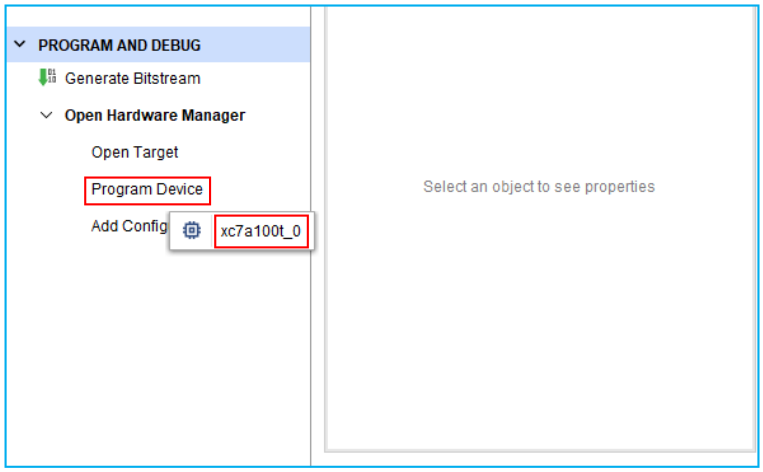

Fig.24. Programación de la FPGA con el archivo *bitstream* generado.
28. Con la placa ya conectada al `Hardware Manger`, seleccionamos la opción `Program Device` y pulsamos en nuestra FPGA `xc7a100t_0` (Fig.24).